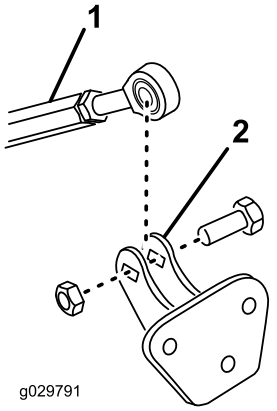

Rysunek 10
5. Przymocuj koniec od strony tłoczyska łącznika gwintowanego do zespołu wspornika łącznika przy pomocy śruby (1/2 x 1-1/2 cala) i nakrętki zabezpieczającej (1/2 cala) w sposób podany na Rysunek 10.